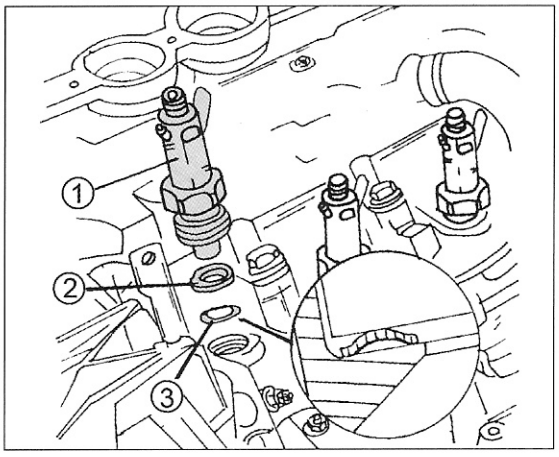

Bild 174
- Den Düsenhalter herausdrehen (Steckschlüssel, 27 mm Schlüsselweite), die Düsendichtung und das Düsenplättchen herausnehmen. Die Düse kommt in der in Bild 174 gezeigten Weise heraus. Den Dichtring (2) und die Flammenschutzscheibe beim Einbau immer erneuern.